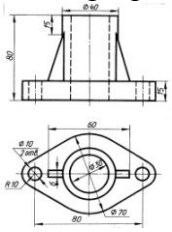

Рисунок 4 – Деталь «крышка»
11. Выполнить изображения главного вида и вида сверху детали «крышка» (рисунок 4), построить вид слева. Выполнить необходимые разрезы. Нанести размеры.